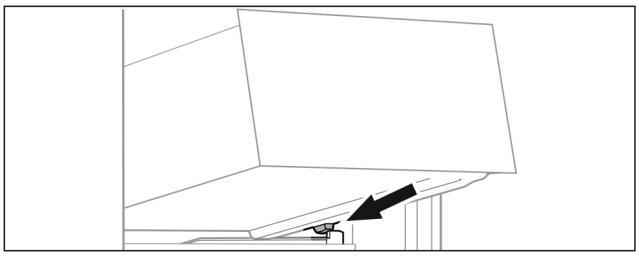

Fig. 132
- ▶ Așezați sertarul oblic în spatele opritoarelor pe nervura recipientului. (vezi Fig. 132)